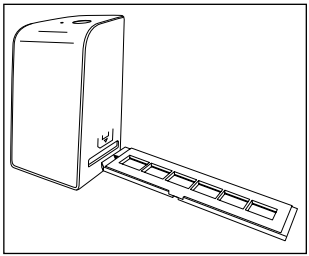

Rysunek 1
- Odrygluj zamek z przodu uchwytu do negatywów ❺ i otwórz uchwyt.
- Włóż negatyw odpowiednią stroną w uchwyt do negatywów ❺. Uważaj na to, aby otwory znajdujące się na negatywach ułożyć na odpowiednich wypustkach uchwytu, zapobiegając w ten sposób ich przesunięciu się.
- Zamknij uchwyt do negatywów ❺, aż pokrywka się mocno zamknie.
- Teraz wprowadź uchwyt do negatywów ❺ ze znakiem trójkąta do przodu i w widoczny sposób w prawą prowadnicę ❹ (patrz rysunek 1).
- Wsuń uchwyt do negatywów ❺ tak daleko w prawą prowadnicę ❹, aż w wyczuwalny sposób zatrzaśnie się on w pierwszym położeniu. Gdy chcesz włożyć więcej negatywów, wsuń uchwyt do negatywów ❺ dalej, aż zatrzaśnie się on w wyczuwalny sposób w następnym położeniu.